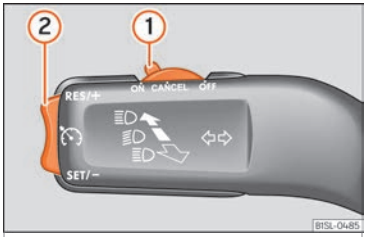

Fig. 35 Switch and controls for operating the CCS.
- Switching on the CCS: Move switch ››› Fig. 35 ① to **ON**. The system is on. If no speed has been programmed, the system will not control it.
- Activate the CCS: Press button ››› Fig. 35 ② in the **SET/–** area. The current speed is memorised and controlled.
- Temporarily switching off the CCS: Move switch ››› Fig. 35 ① to **CANCEL** or push the brake. The cruise control system is switched off temporarily.
- Reactivating the CCS: Press button ››› Fig. 35 ② in **RES/+**. The memorised speed is saved and controlled again.
- Increasing stored speed during CCS regulation: press button ② in **RES/+**. The vehicle accelerates until the new stored speed.
- Reducing stored speed during CCS regulation: press button ② in **SET/–** to lower the speed by 1 km/h (1 mph). Speed is reduced until reaching the new stored speed.
- Switching off the CCS: Move switch ››› Fig. 35 ① to **OFF**. The system is disconnected and the memorised speed is deleted.